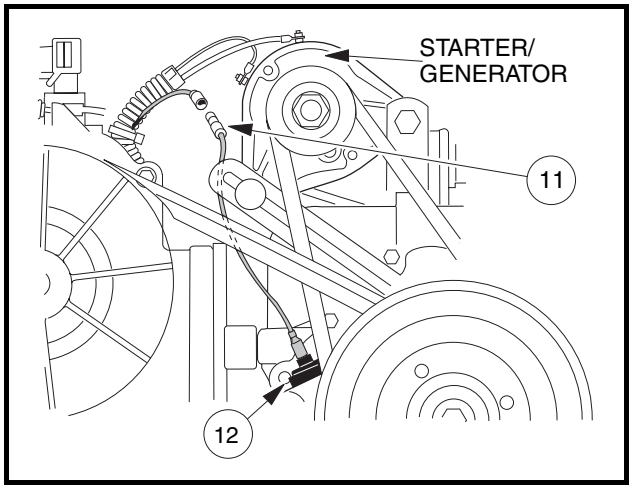

Figure 13-3 Oil Level Sensor Wire
1. Remove yellow jumper wire (11) from cord connector (12) **(Figure 13-3, Page 13-5)**.
5. Connect the yellow jumper wire (11) to the cord connector (12) **(Figure 13-3, Page 13-5)**.